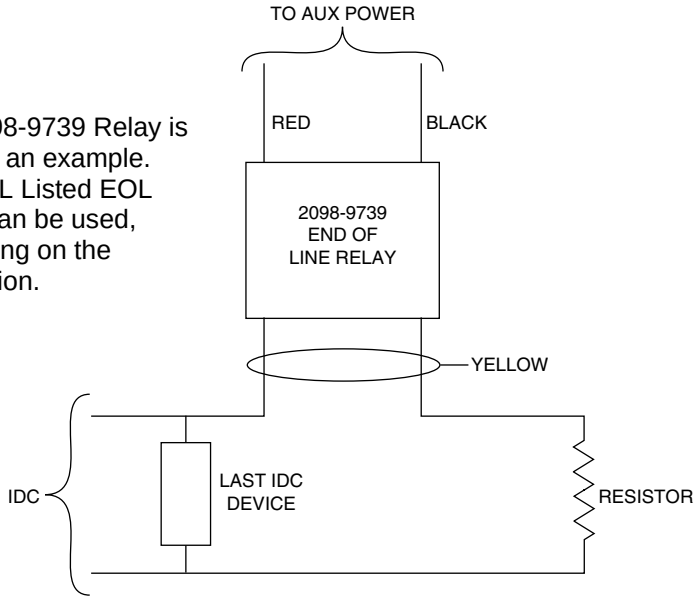

Figure 12. The EOL Relay
- *Auxiliary power only:* In order to connect a circuit using power-limited wiring, the devices being powered must all be addressable, or a UL Listed EOL relay must be used to supervise the circuit. Refer to Figure 12 for wiring directions for the EOL relay.